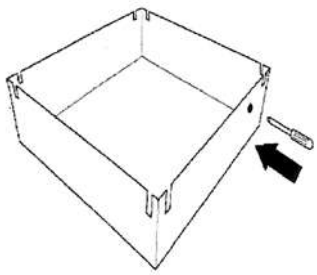

Fig. 1
- *Make a hole in the cover to allow the passage of the electric cable (Fig. 1).*